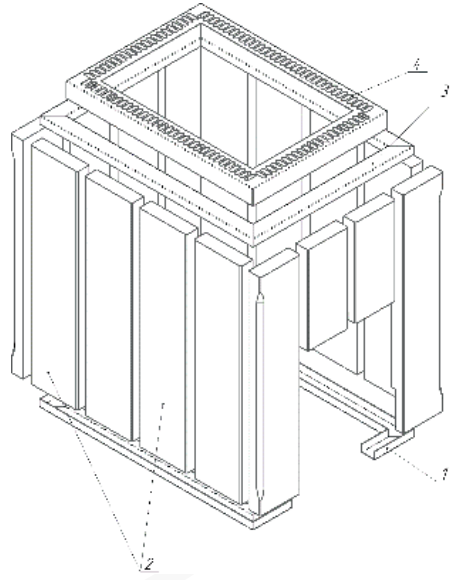

Рис.18 Схема сборки декоративно защитного ограждения печи Калита
2.3.7.1 На предварительно смонтированный топочный агрегат установить рамку поз.1 рис.18
2.3.7.2 В паз рамки аккуратно установить камни согласно схеме сборки см. рис.18 Обратить внимание на расположение камней с фасками. Они должны располагаться по углам ограждения. Во избежание падения камней при сборке, для их фиксации рекомендуется использовать резиновый жгут.
2.3.7.3 Установить верхнюю рамку поз.3, рис.18 и декоративную рамку поз.4, рис.18